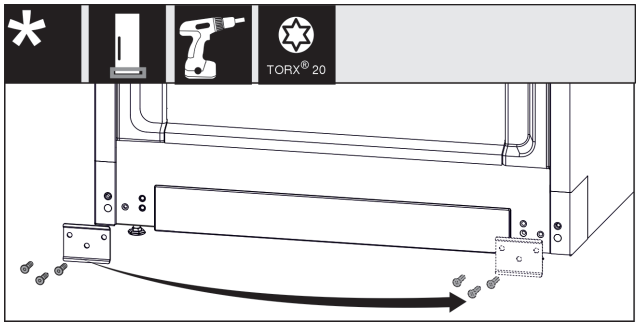

Fig. 15
▶ Dévisser la tôle *Fig. 15 (1)*, la déplacer et la revisser de l'autre côté.